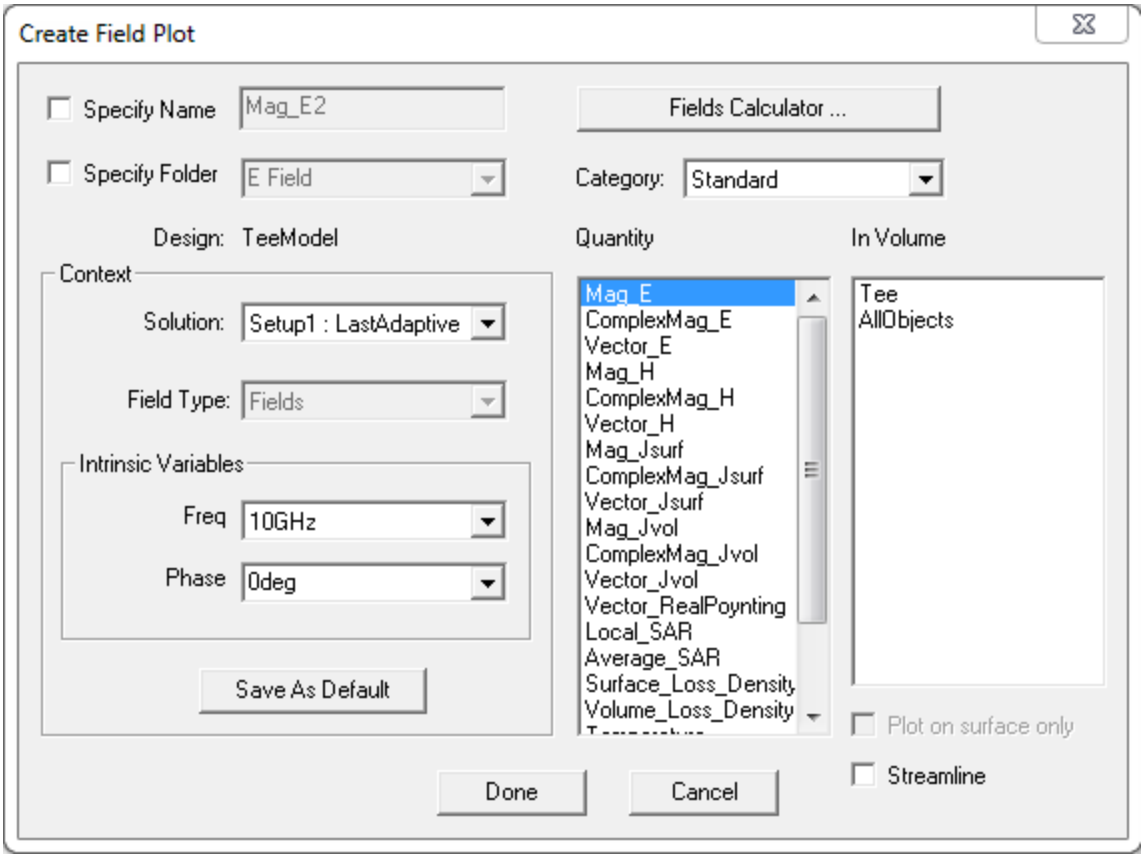

Figure 5-6 Create Field Plot dialog box
4. Verify if the settings are as shown in Figure 5-6.